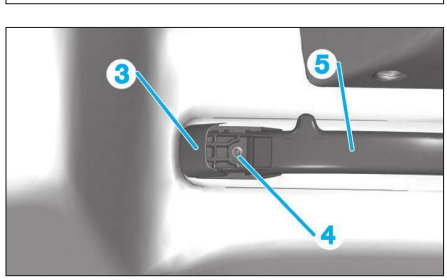

**Fig. 40**
• Dégrafer l'enjoliver (3) de la poignée puis déposer la vis (4) **(Fig.40)**.
• Déposer la poignée (5).
• Dégrafer l'enjoliver de la poignée puis déposer la vis **(Fig.40)**.